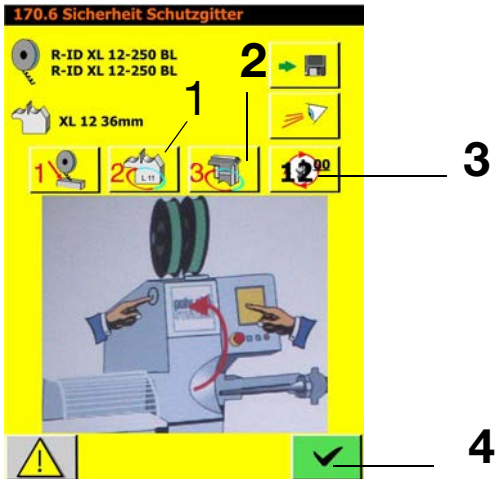

Fig. 5-6 1 Die change position button
- To change the **die**, with the safety circuit closed, press the Die change position button (1, Fig. 5-6).
- To change the **punch**, with the safety circuit closed, press the Punch change position button (2, Fig. 5-6).
- With the safety circuit closed, press the 12 o'clock button (3, Fig. 5-6).
- Exit the screen using button 4 (Fig. 5-6).